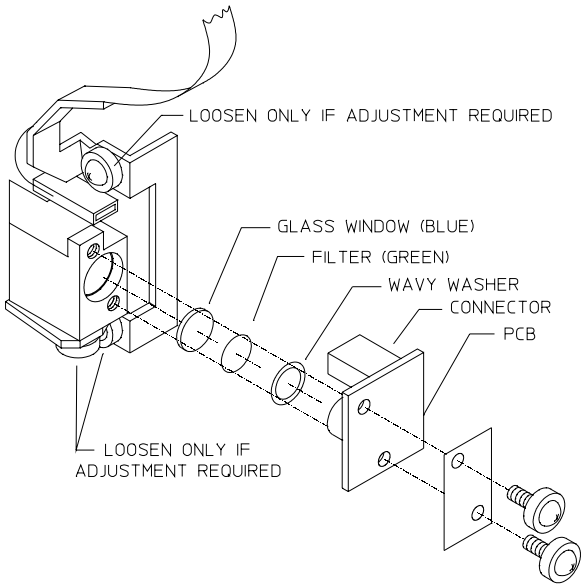

FIGURE 3-8. Brightness Detector Removal
2) Rotate the turret to expose two screws securing the Brightness Detector PCB to the detector assembly (Figure 3-8).
4) Remove the two screws exposed in step 2 (see Figure 3-8).
- If any of the small optics have fallen out of the housing, make sure they are clean before reinstalling them, and that they are installed in the correct order (Figure 3-8).